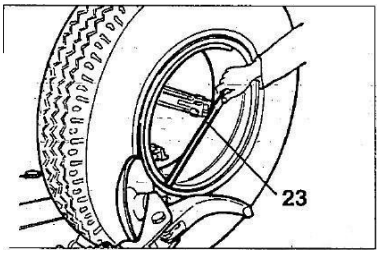

Рис. 7.17
5) Повторите данную процедуру, но теперь установите диск, вплотную к разъемному кольцу (см. рис. 7.17) таким образом, чтобы стопорное кольцо отсоединилось. Извлеките его специальным рычагом LC (23, рис. 7.17) или при помощи диска.
5) Повторите данную операцию, но теперь установите диск, вплотную к разъемному кольцу (см. рис. 7.17) таким образом, чтобы стопорное кольцо отсоединилось. Это кольцо можно извлечь при помощи специального рычага LC (23, рис. 7.17) или при помощи диска для борта.